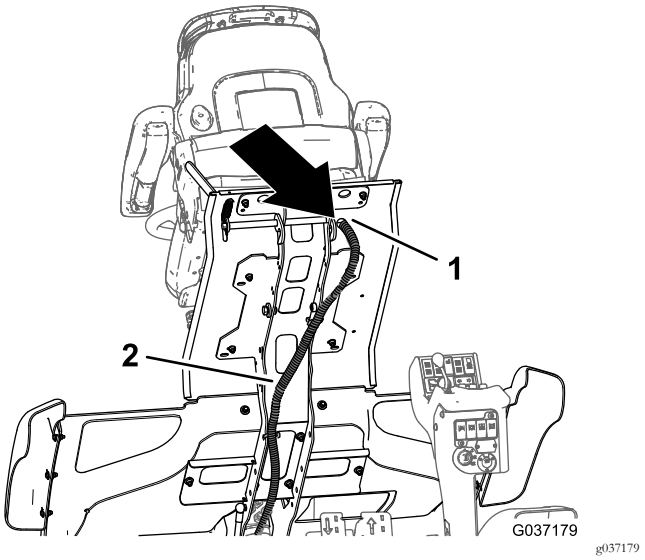

Figura 29
1. Encaminhe a cablagem da máquina que desligou no passo 1 de 2 Remoção do banco (página 4) através do orifício da plataforma do operador (Figura 29).
4. No fundo da plataforma, encaminhe o conetor de duas tomadas (fios preto e vermelho) da cablagem do kit de 400 cm através do orifício na plataforma localizado atrás do banco; consulte a Figura 29.